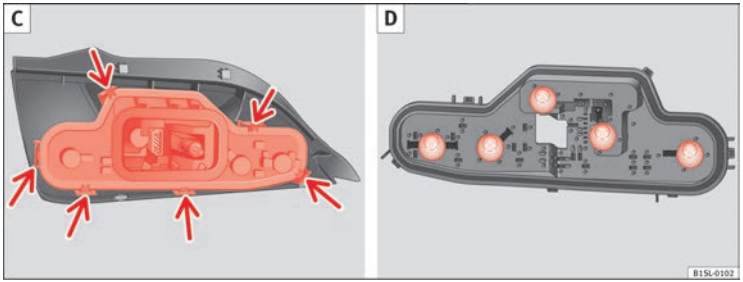

Fig. 157 Groupe optique arrière : C : Démonter le support d'ampoule D : Démonter les ampoules.
9. Déverrouillez le support d'ampoule sur les languettes de verrouillage (flèche) ⇒ fig. 157 **C** et retirez le support d'ampoule du feu arrière.
10. Remplacez l'ampoule défectueuse par une autre neuve identique ⇒ fig. 157 **D**.
11. Placez le porte-ampoule dans le groupe optique arrière. Les languettes de verrouillage (flèche) doivent s'encastrer de manière audible ⇒ fig. 157 **C**.